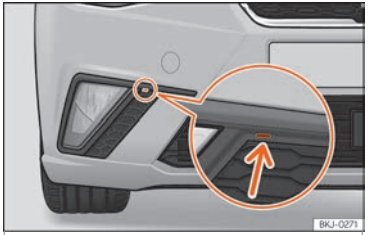

Fig. 56 Front fog light: remove the grille
– Lever the groove with a screwdriver ››› Fig. 56 (arrow). Next, remove the clips located on the edge of the grill, levering them gently.